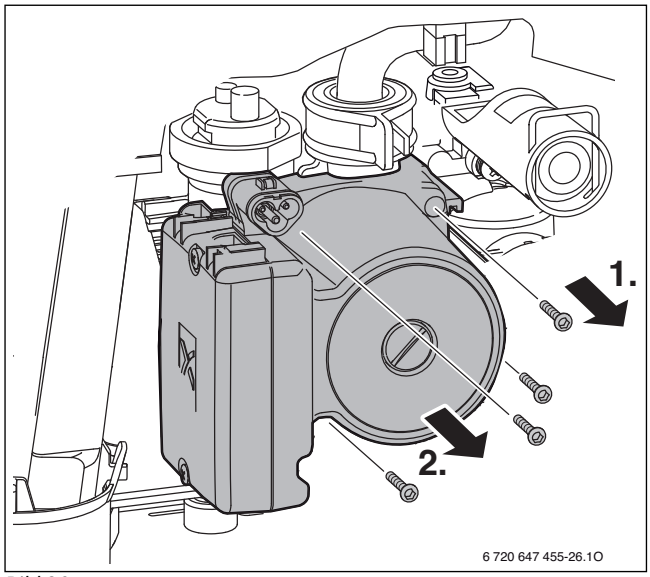

Bild 90
- ▶ Vier Schrauben entfernen (→ Bild 90).